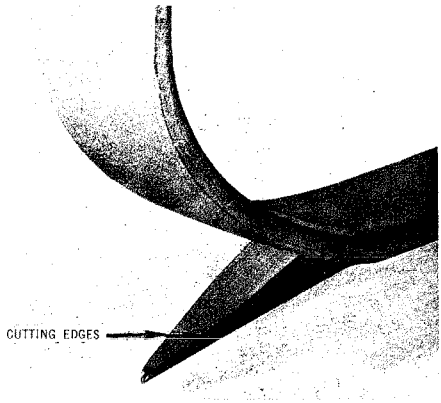

Fig. 17 — Gaff Cutting Edges
7.01 During normal use of climbers the edges along the inner surface (cutting edges), Fig. 17, may become dull. The honing stone should be used to maintain sharp edges. Remember that even a dull gaff can cut your finger, so hone carefully.